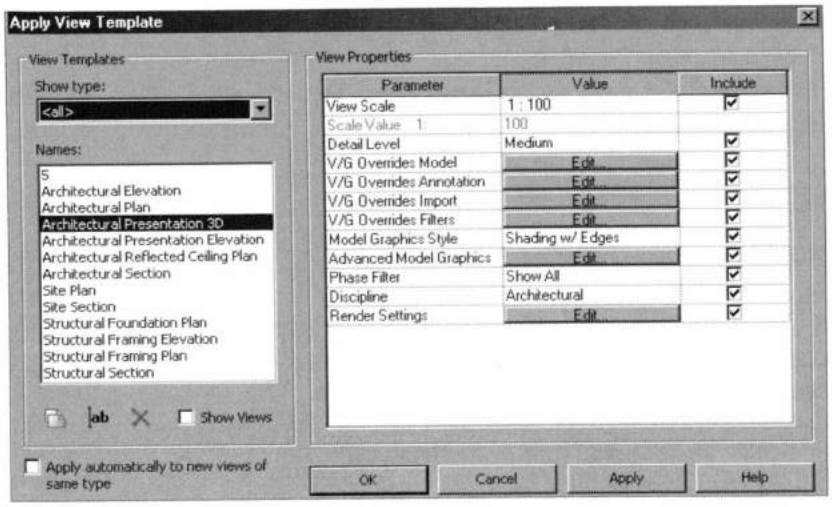

Рис. 5.22. *Применение шаблона вида*
1. В Навигаторе проекта выбрать из контекстного меню вида, к которому нужно применить шаблон вида, команду **Apply new template to current view** (Применить новый шаблон к текущему виду). Откроется бокс **Apply View Template** (Применить шаблон вида) (рис. 5.22).